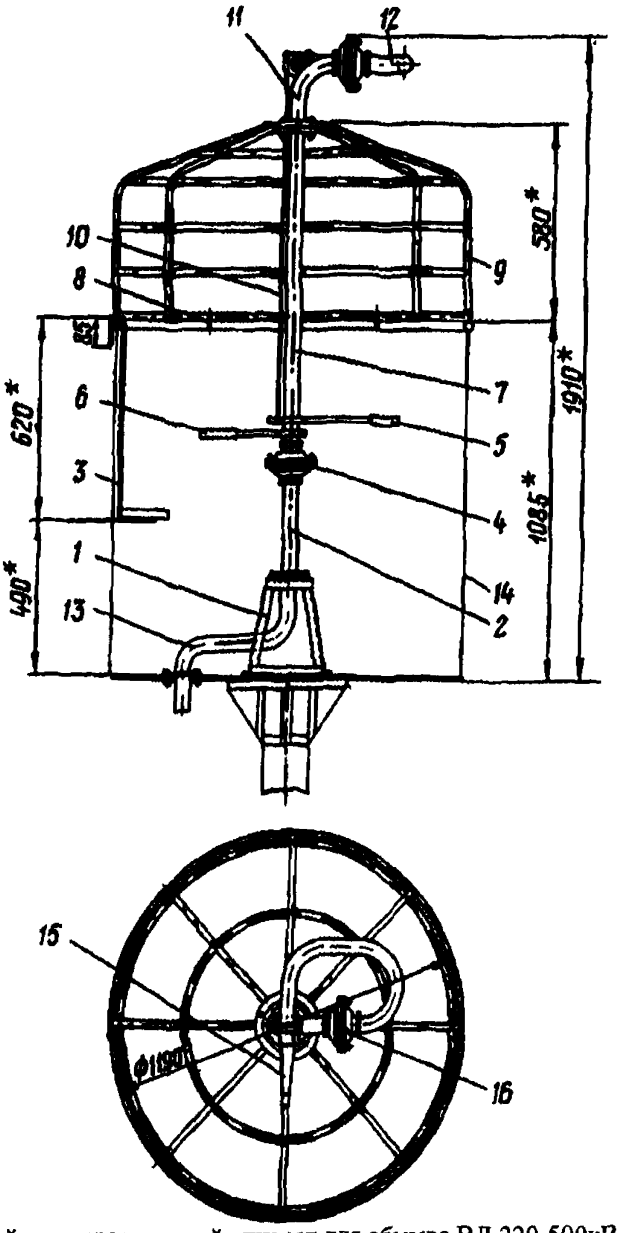

Рис.1. Струйно-направляющий аппарат для обмыва ВЛ 220-500кВ:
2.5. Защита электромонтера-оператора от воздействия электрического поля при работах на ВЛ 330-500кВ осуществляется защитным экраном, являющимся одновременно конструктивным элементом струйно-направляющего аппарата (рис.1).
- струйно-направляющим аппаратом (см. рис.1) со стволом и комплектом коническо-цилиндрических насадков с диаметром выходного отверстия 12, 14 и 16мм. Устройство не сложно по конструкции и может быть изготовлено силами энергосистемы. Чертежи устройства можно получить в ПО "Союзтехэнерго" (105023, Москва, Семеновский пер., д.15);
- защитным экраном 9, устанавливаемым на корзине телескопической вышки (см.рис.1);